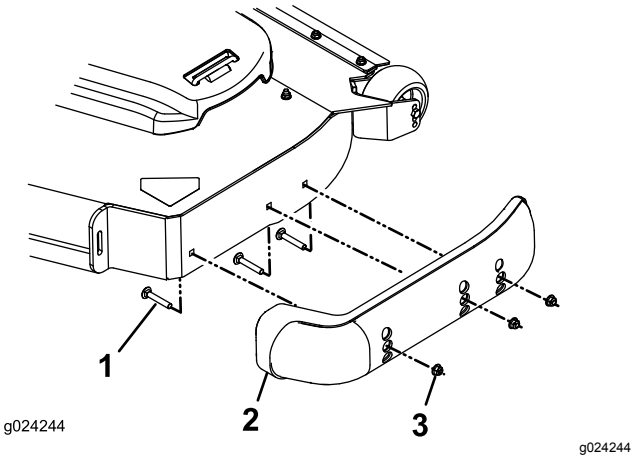

Figur 29
3. Fjern låseboltene og mutterne fra hver støtteplate (Figur 29).